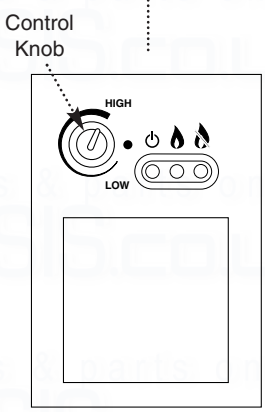

Fig. 35
6. Turn the boiler control knob fully clockwise to 'HIGH' (Fig. 35) and run the system and check the boiler for correct operation.